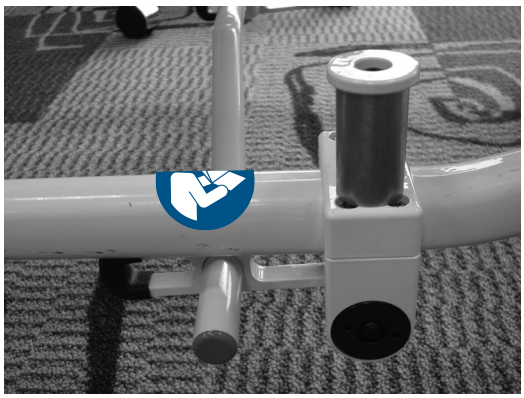

Figura 40
2. El operador 2 desplaza la camilla un poco hacia delante para asegurarse de que el caballete se retrae por sí solo tal como se muestra en la Figura 40.